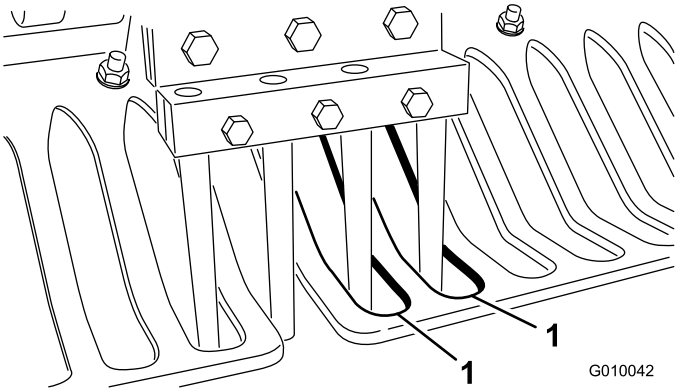

Figura 27
6. Verifique se os dentes estão alinhados com o centro das folgas nos protectores de relva (Figura 27). Ajuste os protectores de relva consoante necessário e aperte as porcas.